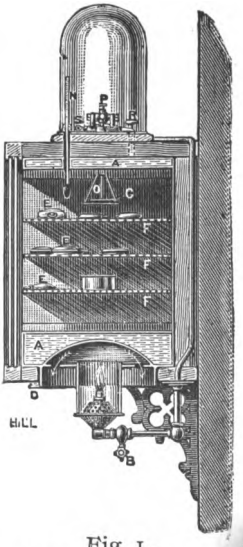

Fig. 1.
Hearson's Oven, shown in Fig. 1. is a good example tastefully arranged as a fitting for a watchmaker's shop. A is the water jacket; R and D plugs for filling and emptying; B gas tap; F shelves of coarsely woven wire on which the watches E are placed. The "thermostat" C is a very sensitive device on the principle of the aneroid, for keeping the temperature constant. It is a brass capsule, two inches square and quite flat, suspended from a tube running through the water jacket; this is filled with ether; when the ether boils the sides of the capsule bulge out, and by means of a rod (O), passing through the tube the gas is turned off at the tap. In this way a constant temperature of about 85° F. is maintained. There is a small bye pass for enough gas to keep the flame from being entirely extinguished. N is a thermometer.